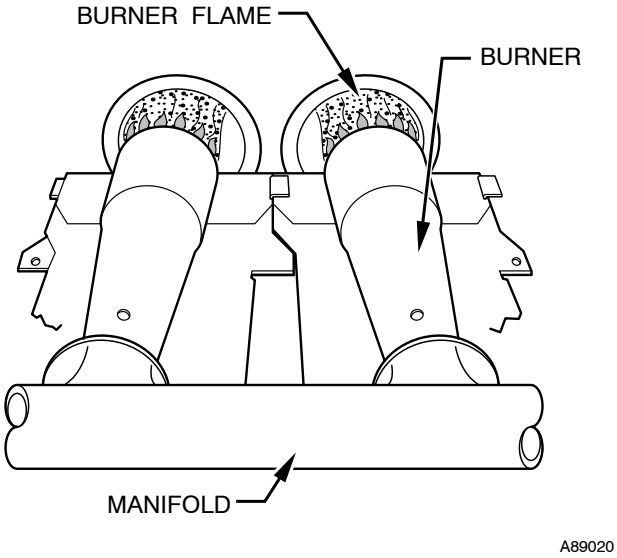

Fig. 59 - Burner Flame
g. Look through sight glass in burner enclosure and check burner flame. Burner flame should be clear blue, almost transparent. (See Fig. 59.)